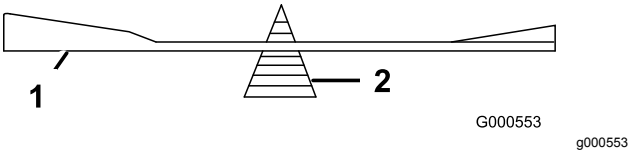

Figur 91
2. Kontroller knivens balance ved at placere den på en afbalanceringsenhed (Figur 91).
Bemærk: Hvis kniven ikke er afbalanceret, skal der slibes lidt mere metal af sejlområdet (Figur 91).